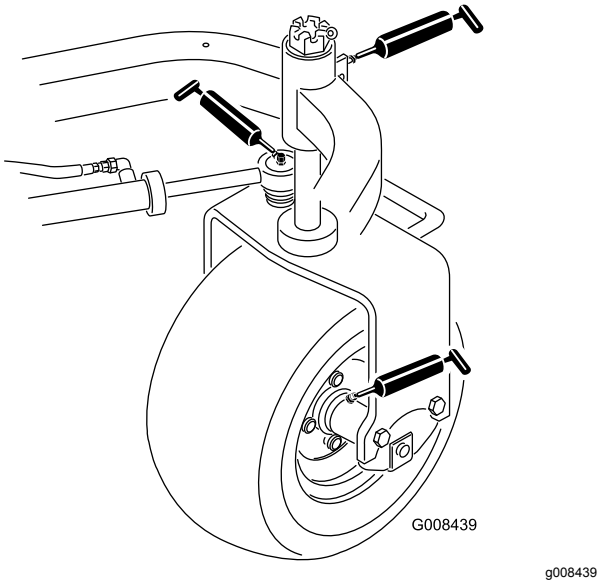

Figuur 29
- Wielnaaf achter (1) (Figuur 29)
- Zwenkwiellager (1) (Figuur 29)
- Stuurcilinder (2) (Figuur 29)